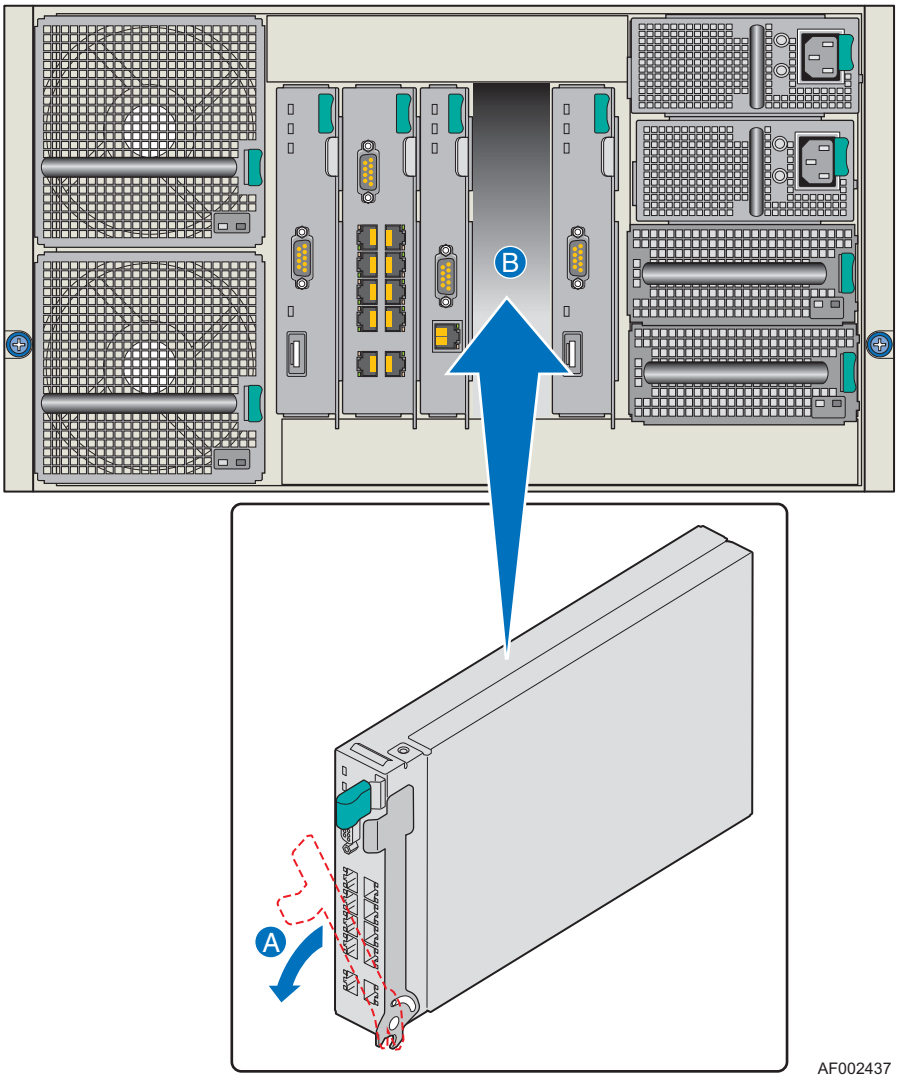

Figure 9. Installing an Ethernet Switch Module
3. Release and rotate the module retention lever out and away from the switch module (see letter "A" in Figure 9).
4. Slide the switch module into the selected module bay (see letter "B" in Figure 9) until the bottom of the retention lever engages the bay.